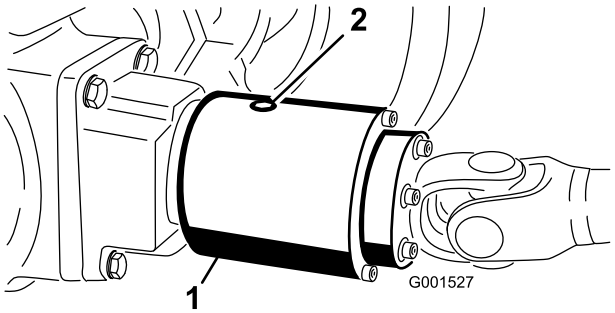

Figur 65
2. Roter clutchen (Figur 65) slik at kontrollpluggen peker mot urviserretning klokken fire.